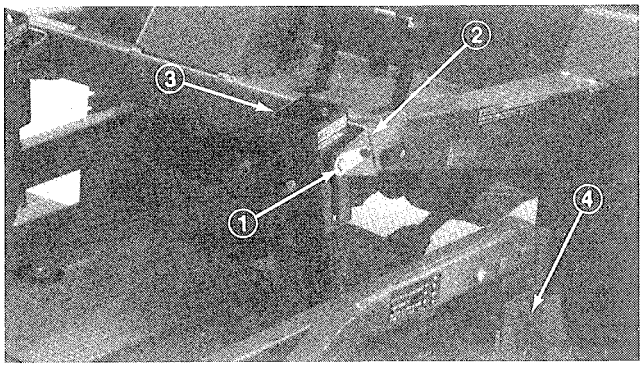

Figure 1
2. Disconnect counterbalance from traction unit, remove lock pins from brackets, separate spring tension assemblies from brackets and lay them down on the deck. Loosely secure lock pins to brackets to prevent losing them (Fig. 1).
3. Lower cutting unit, remove (4) pins from height–of–cut brackets (Fig. 1).